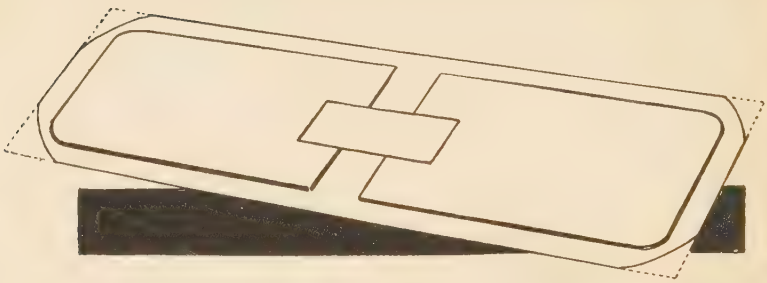

Fig. 239—Making Pattern for Cutting Leather for Cover
6. Remove book, lay out cover boards on piece of tough paper and mark out your pattern for cutting leather. (Fig. 239.)